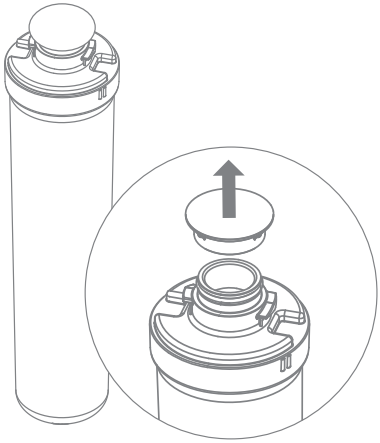

Рис. 20
3. Удалите защитные колпачки с картриджей (рис. 20).